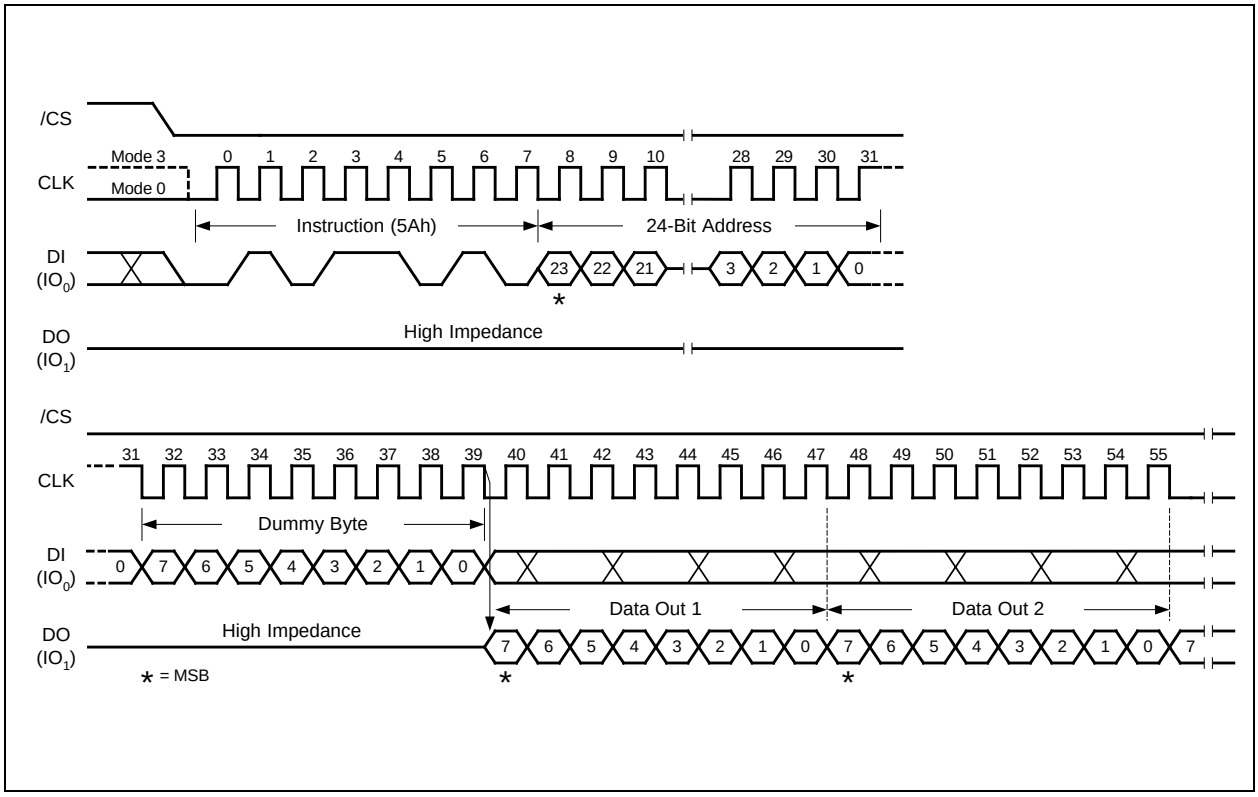

Figure 31. Read SFDP Register Instruction Sequence Diagram
The Read SFDP instruction is initiated by driving the /CS pin low and shifting the instruction code "5Ah" followed by a 24-bit address (A23-A0)(1) into the DI pin. Eight "dummy" clocks are also required before the SFDP register contents are shifted out on the falling edge of the 40th CLK with most significant bit (MSB) first as shown in Figure 31. For SFDP register values and descriptions, please refer to the Winbond Application Note for SFDP Definition Table.